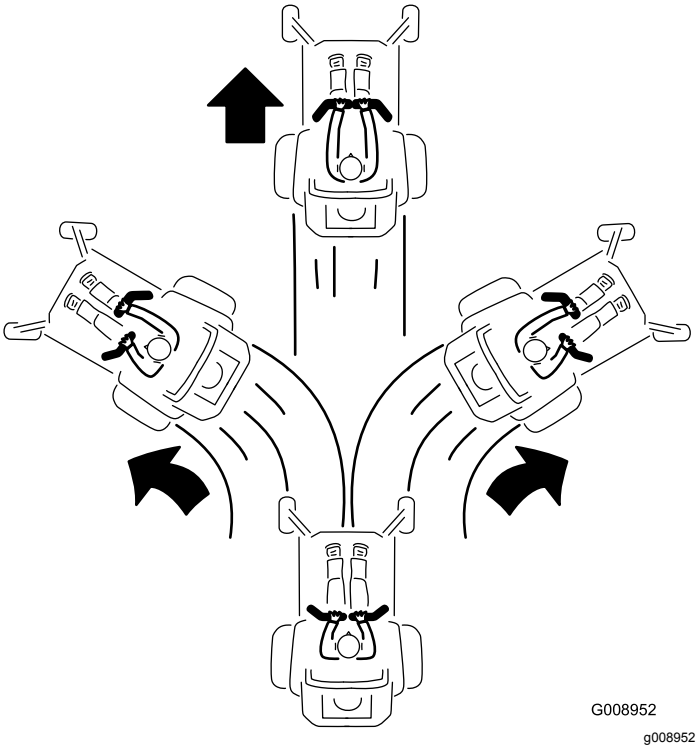

Figur 28
3. Skyv bevegelsekontrollspakene forsiktig forover for å gå fremover (Figur 28).